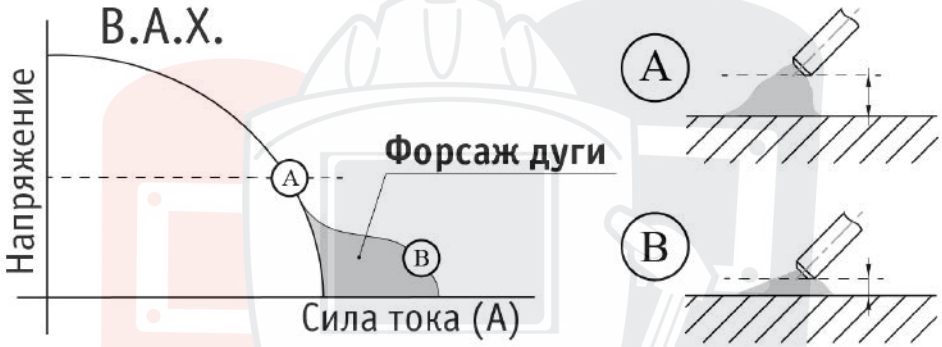

Рис. 11.1.2. Форсаж дуги.
**Форсаж дуги:** рекомендуется применять при сварке покрытыми электродами на малых токах. В процессе сварки происходит автоматическая регулировка силы сварочного тока, что уменьшает склонность к залипанию покрытого электрода к свариваемой детали (См. рис. 11.1.2).